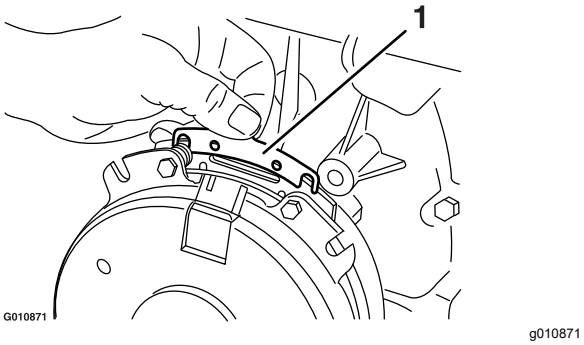

Figur 79
B. Brug en spidstang eller hånden til at holde tappen og fjerne afstandsstykket (Figur 79).
Fjern ophobet græs, snavs eller andet affald fra motorskærmen. Dette sikrer tilstrækkelig køling og korrekt motorhastighed, hvilket mindsker risikoen for overophedning og mekanisk beskadigelse af motoren (Figur 79).